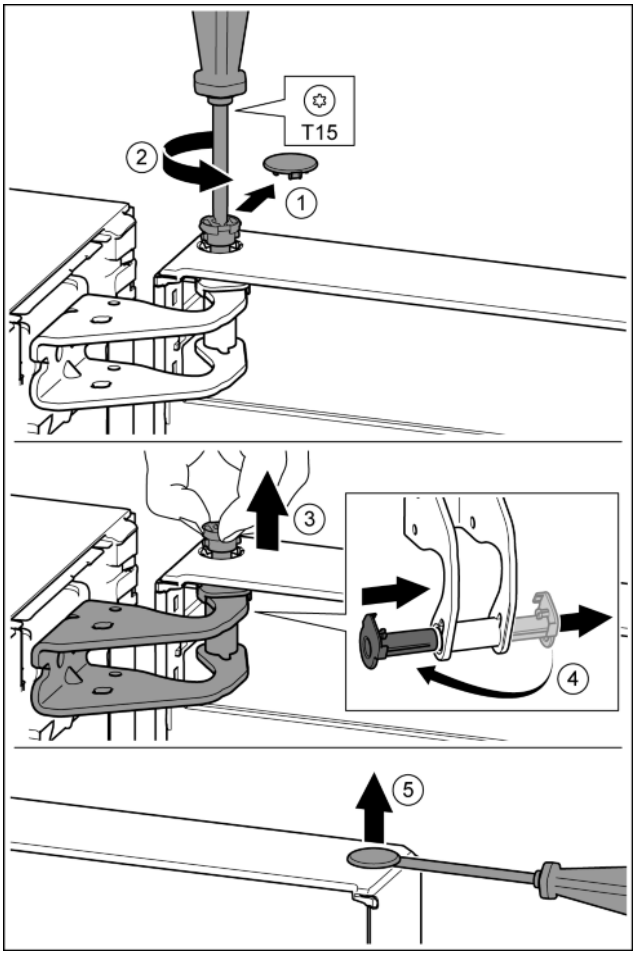

*Fig. 13*
- ▶ Carefully remove the protective cover. *Fig. 13 (1)*
- ▶ Undo the bolt a little with a T15 screwdriver. *Fig. 13 (2)*
- ▶ Hold the door and remove the bolts with your fingers. *Fig. 13 (3)*
- ▶ Pull the bearing bush out of the guide. Insert from the other side and click into place. *Fig. 13 (4)*
- ▶ Carefully lift the plugs out of the door bearing bush with a slotted screwdriver and remove. *Fig. 13 (5)*